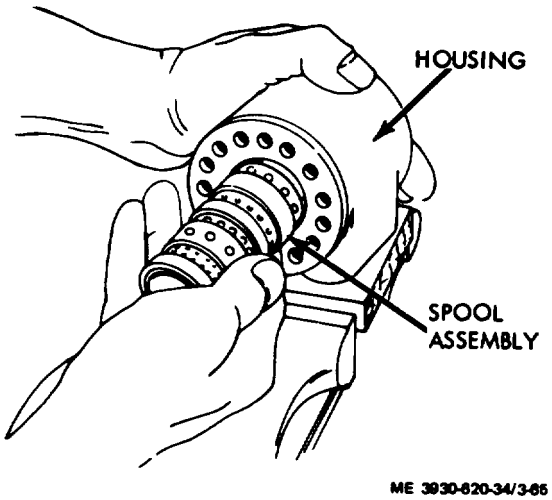

Figure 3-65. Spool assembly being installed.
(20) Push parts gently into position using a slight rotating motion. (fig. 3-65 and 3-66.)